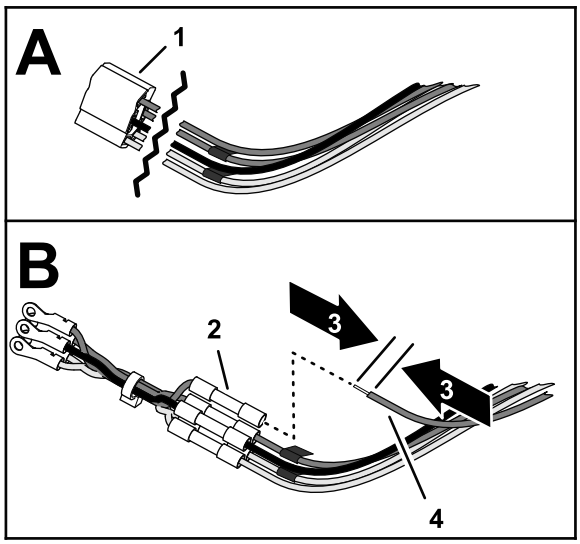

図 3
1. PTO 用 5 ソケットコネクタの近くでワイヤを切断する図 3。
3. ステップ2で絶縁を剥いたワイヤをワイヤハーネスのアダプタのワイヤの色に合わせて整列させる図 3。
4. スプライスコネクタにワイヤを挿入して、コネクタを十分にカシメる図 3。
6. PTO スイッチ回路の他のワイヤについてもステップ3-5 の作業を行う図 3。